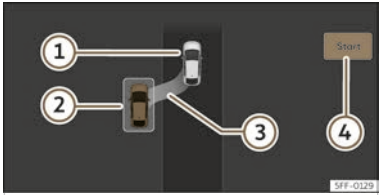
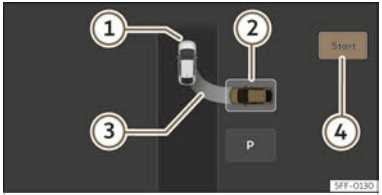

Fig. 162 On the infotainment system display: parallel parking position.
Fig. 163 On the infotainment system display: parking bay parking position.
››› Fig. 162, ››› Fig. 163
④ Start parking manoeuvre
- Look at the display on the infotainment system's screen to see if the space has been detected as “appropriate” and if the correct position for parking has been reached ››› Fig. 162, ››› Fig. 163. Stop the vehicle and follow the instructions shown on the infotainment screen.
- Stop the vehicle, press the brake and, after a short pause, press the **Start** ④ button in the infotainment system.